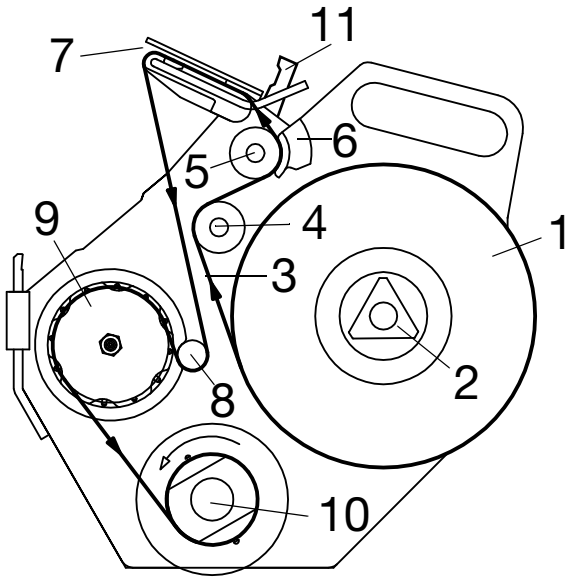

Fig. 5-24 1 Loop reel
- Push the loop reel (1) onto the spindle (2). (The knot side of the loop must be facing outwards).
- Thread the loop tape according to the arrows shown in Fig. 5-24. The threading diagram is also displayed on the inside of the GSA panelling.
Threading sequence in accordance with Fig. 5-24: